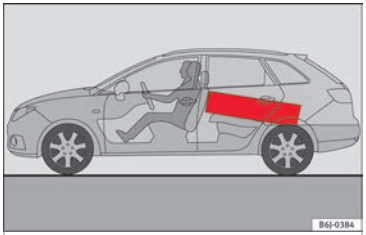

Fig. 117 Position heavy items as far forward as possible.
– Place heavy objects as far forward as possible in the luggage compartment ››› **Fig. 117**.